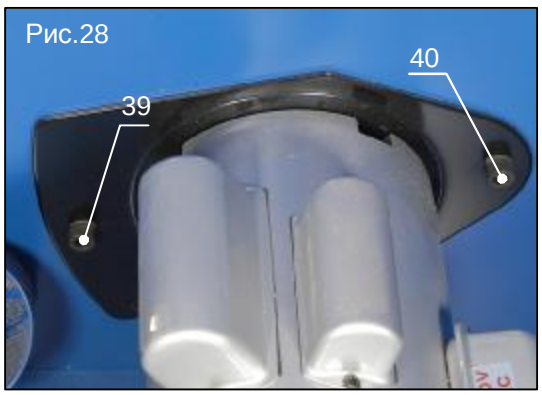

Рис.28
2. Ослабьте два винта (поз.39-40, рис.28) крепления двигателя к раме станка и снимите ремень с нижнего шкива двигателя.
5. Натяните ремень и затяните оба винта (поз.39-40, рис.28) крепления двигателя к раме.
3. Ослабьте два винта (поз.39-40, рис.28) крепления двигателя к раме станка и снимите ремень с нижнего шкива.
9. Натяните ремень при помощи винтов (поз.39-40, рис.28).